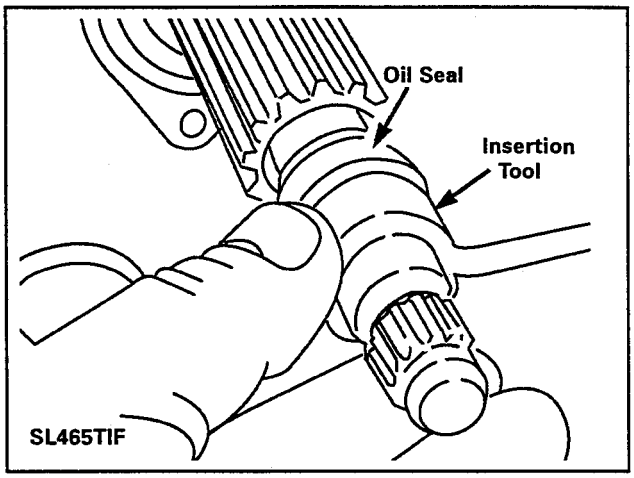

Figure 7-7d
5. Place the seal protector tool, by sliding the tool over the drive shaft and up to the seal cavity ***(Figure 7-7d)***.